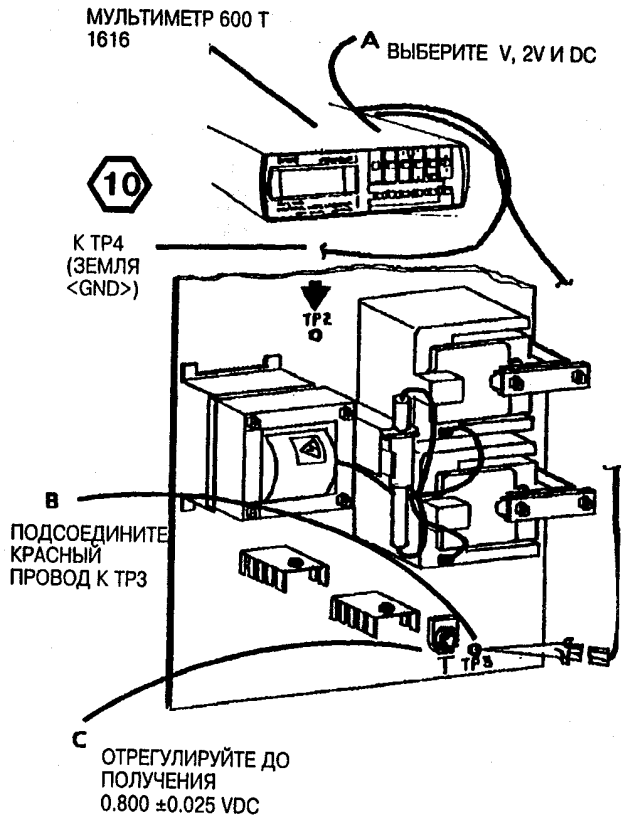

Рис. 5. Отрегулируйте напряжение коротрона переноса
12. (Рис. 5): Отрегулируйте напряжение коротрона переноса.